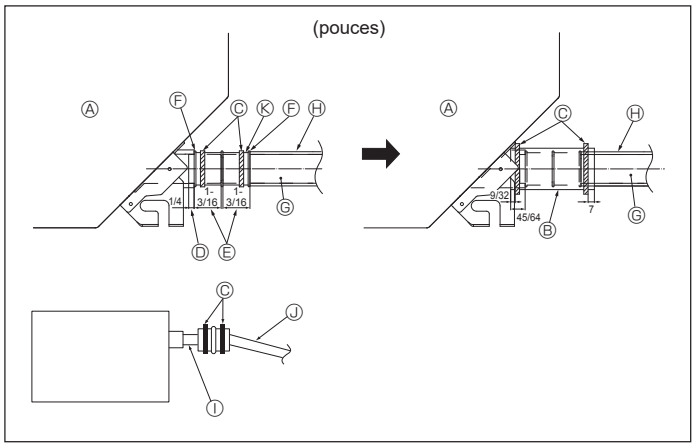

Fig. 5-2
1. Raccorder la prise d'ecoulement (fourni avec l'appareil) au port de drainage. (Fig. 5-2)